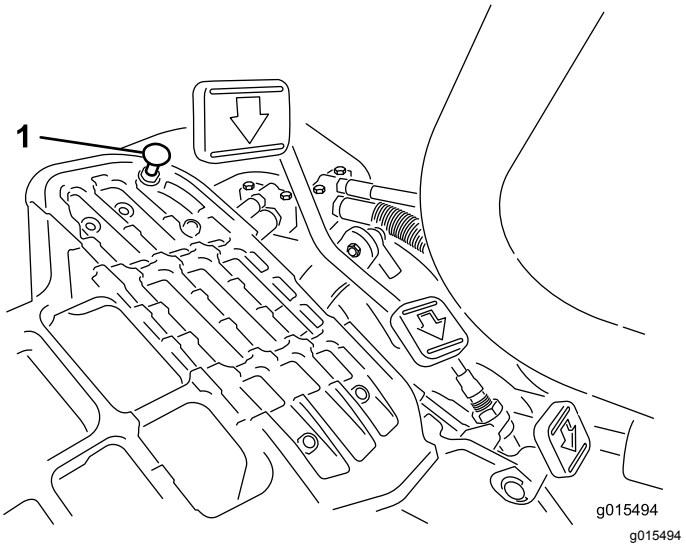

**Figur 33**
For at opnå maksimal transporthastighed skal du sætte funktionsbevægelseshåndtaget i TRANSPORT-positionen og trykke ned på traktionspedalen. Hvis pedalen berører stoppet (Figur 33), inden du mærker stramningen på kablet, skal du udføre følgende justeringsprocedure:
1. Sæt funktionsbevægelseshåndtaget i TRANSPORT-positionen, og løsn den låsemøtrik, der holder pedalstoppet på gulvpladen (Figur 33).